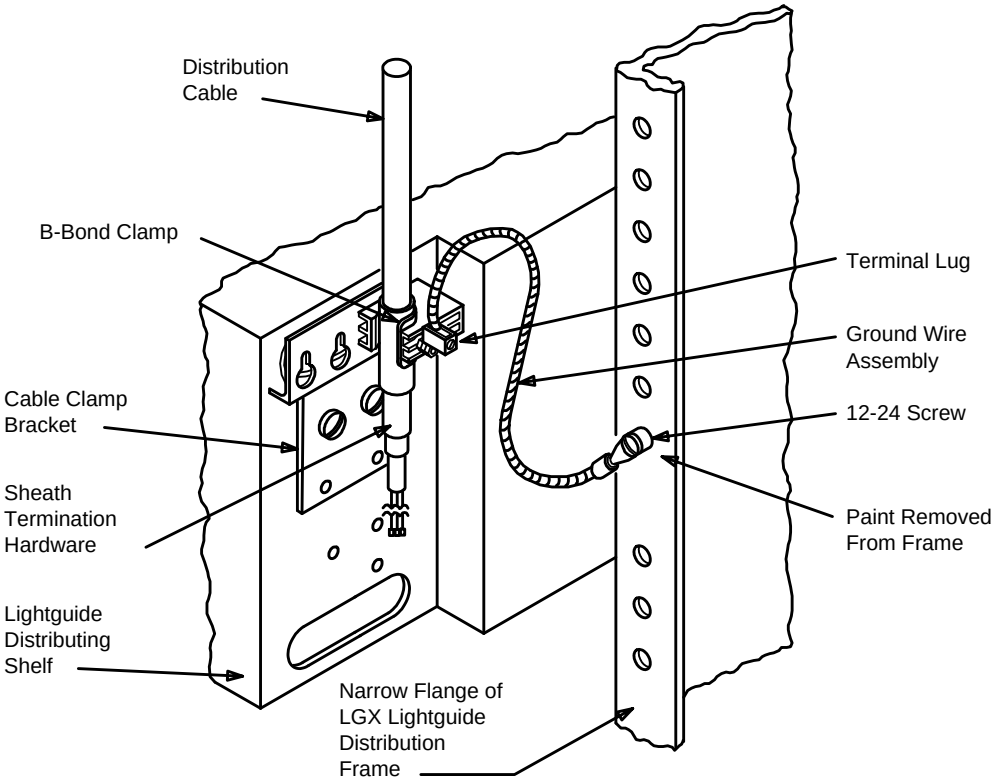

**Figure 2 – *LGX* Lightguide Distribution Frame 12A1 Clamp Ground**
7. Verify that ground wire assembly between 12A1 cable clamps and bay frame is present and securely fastened (Figure 2).